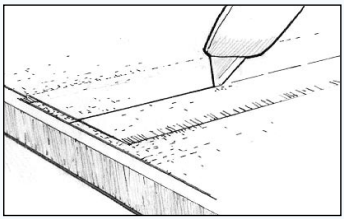

Figur 26 Afskær overlappende glasfiberdug, når epoxyen har fået geleagtig konsistens.
b) Skær gennem begge lag med en skarp hobbykniv *(Figur 26)*, og pas på ikke at skære for dybt.